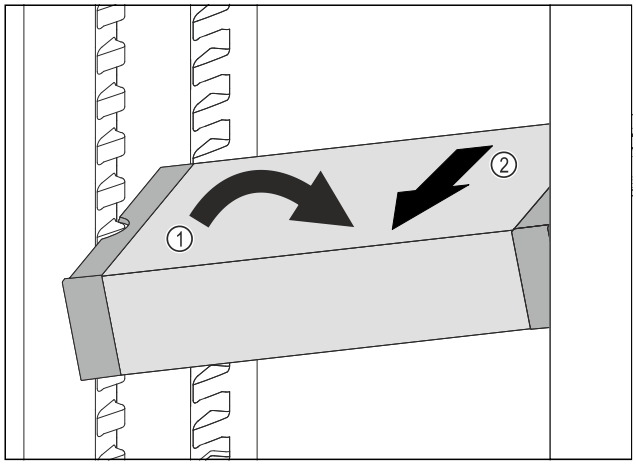

Fig. 215
▶ Poziționați oblic VarioSafe în frigider. *Fig. 215 (1)*
▶ Extrageți VarioSafe spre înainte. *Fig. 215 (2)*